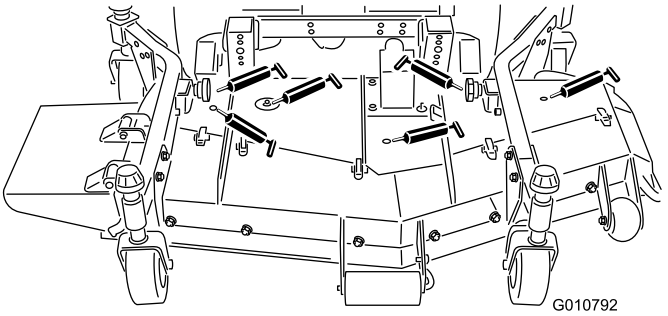

Figur 17
- knivspindellejer (Figur 17)
- højre og venstre trykarms kugleled (Figur 17)